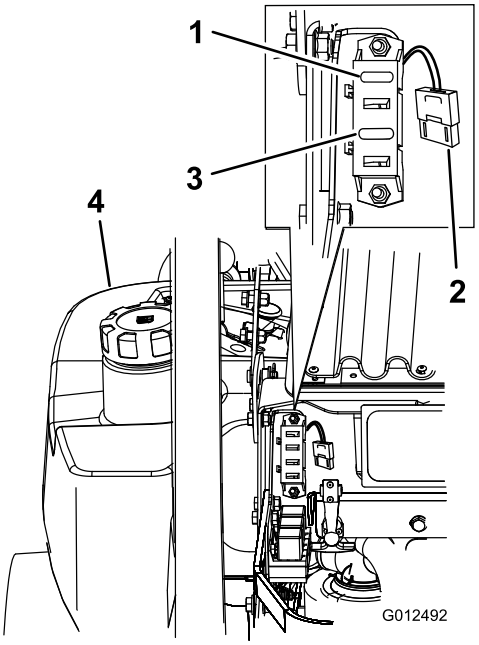

Figuur 51
1. Maak de motorkap open om toegang te krijgen tot de zekeringhouder (Figuur 51).
3. Monteer een nieuwe zekering (Figuur 51).